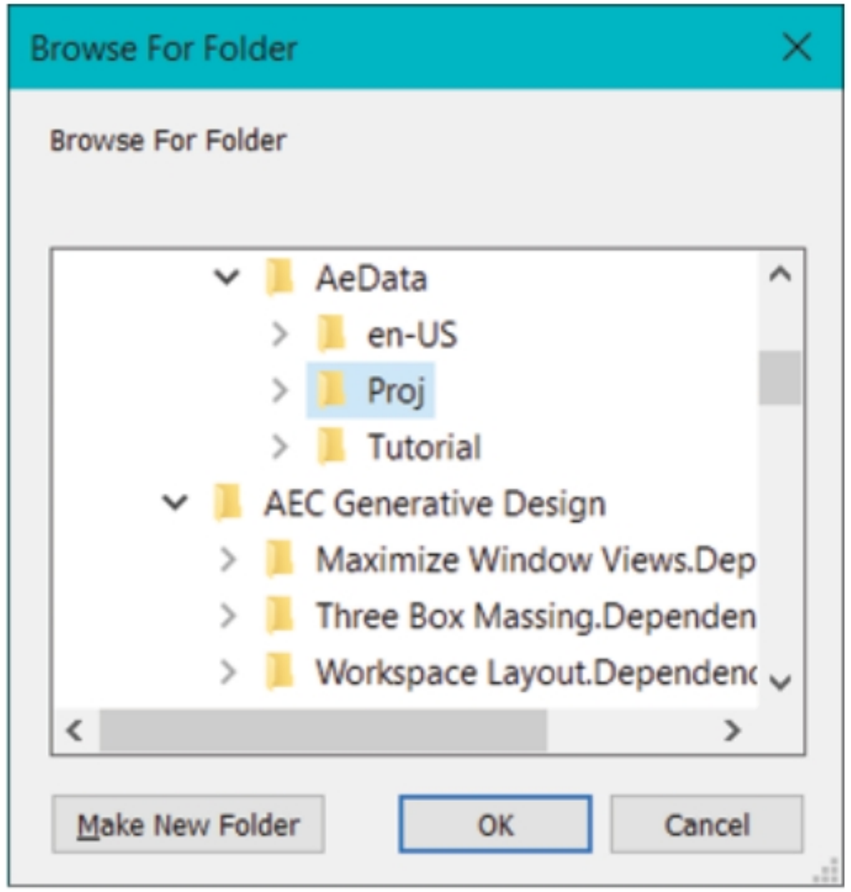

Figure-6. Browse For Folder dialog box
- Click on the **Browse** button next to **Location** edit box to change the location of the project. The **Browse For Folder** dialog box will be displayed; refer to Figure-6.